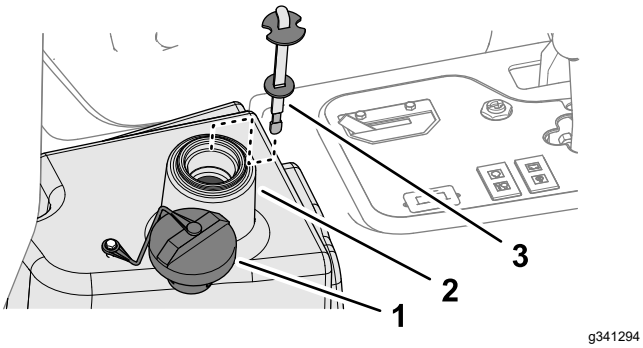

Figuur 88
2. Reinig de omgeving van de vulbuis en de dop van de hydraulische tank (Figuur 88) en verwijder de dop.